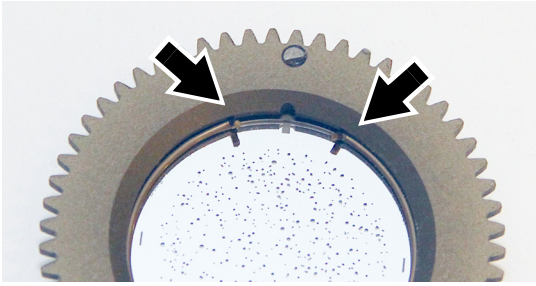

Bild 20: Gobohaltefeder
1. Siehe Bild 20. Legen Sie den Gobohalter auf eine saubere Oberfläche mit der glänzenden Seite des Gobos nach oben. Beachten Sie die Position der Biegung (Pfeil) am Ende der Gobohaltefeder. Um ein Verkratzen des Gobos zu vermeiden, heben Sie das Ende der Haltefeder mit Hilfe eines Kunststoff-hebels aus der inneren Ringnut im Gobohalter und heben Sie die Haltefeder aus dem Gobo heraus
4. Setzen Sie die Haltefeder in den Gobohalter ein (siehe Bild 20) und drücken Sie sie in die innere Ringnut im Gobohalter. Überprüfen Sie, dass die Feder so flach wie möglich gegen das Gobo gedrückt wird und dass das Gobo sicher im Gobohalter gehalten wird.